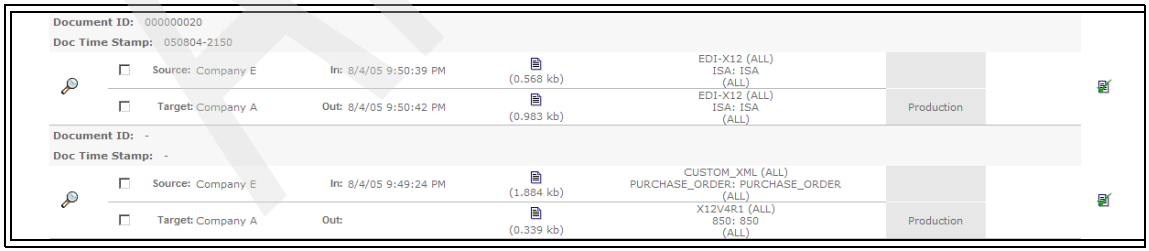

Figure 19-42 XML to EDI enveloped transaction
8. Go back to the console and select **Viewers** → **Document Viewers**. Search for the documents from Company E to Company A. We see entries similar to those shown in Figure 19-42.